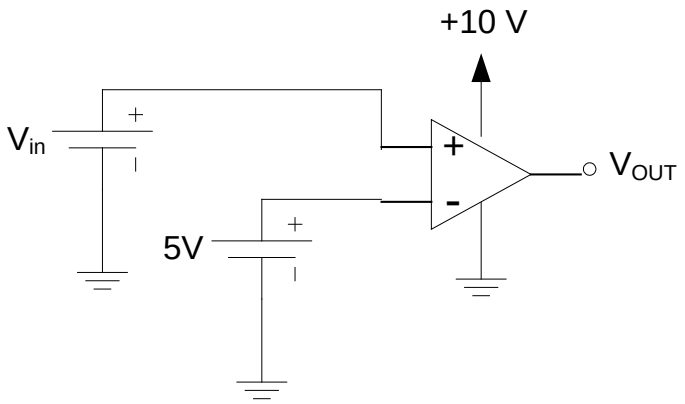

Figure 1: Simple comparator circuit
6. Build the comparator circuit shown in Fig. 1 below. Vary the input voltage and confirm that the comparator is behaving as you expect.